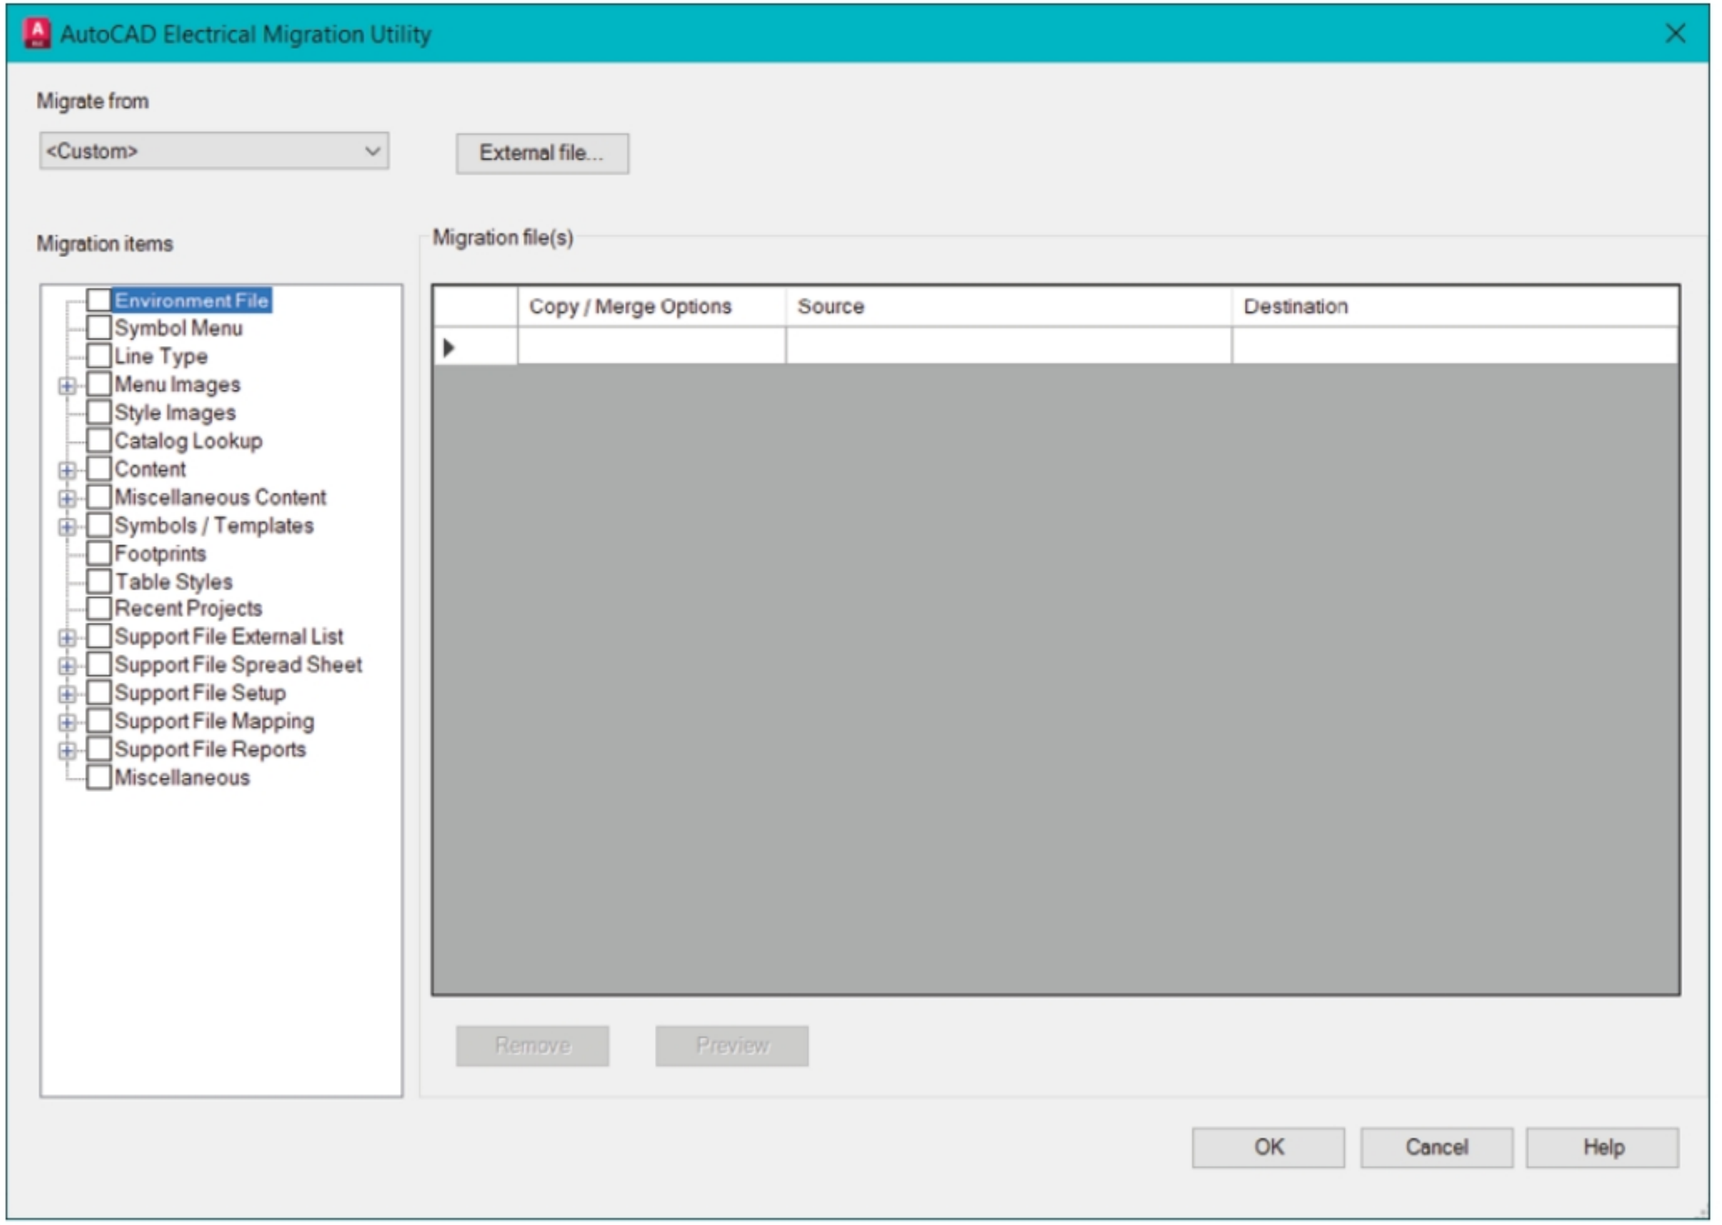

Figure-71. AutoCAD Electrical Migration Utility dialog box
- Click on the **Migration Utility** tool from the **Other Tools** panel in the **Project** tab of **Ribbon**. The **AutoCAD Electrical Migration Utility** dialog box will be displayed; refer to Figure-71.